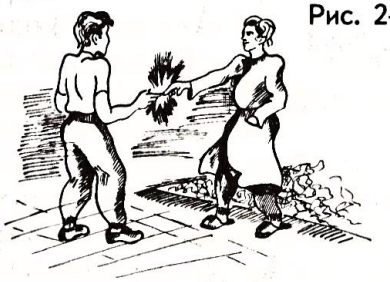

Рис. 2-1-3
4. В домашних тапочках с синтетическими подошвами пройдитесь скользящими шагами по половому ковру. Теперь поднесите вашу руку (палец) к водопроводному крану, батарее отопления или открытому участку тела вашего товарища (рис. 2-1-3). Что случилось?